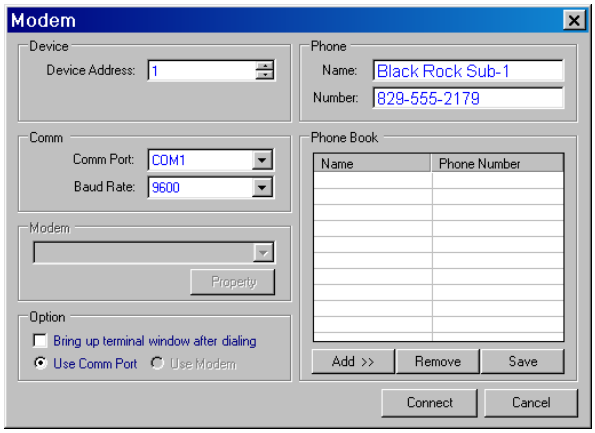

Figure 4-31 Modem Connection Dialog Screen
3. TapTalk will display the Modem Connection Dialog screen (Figure 4-31).